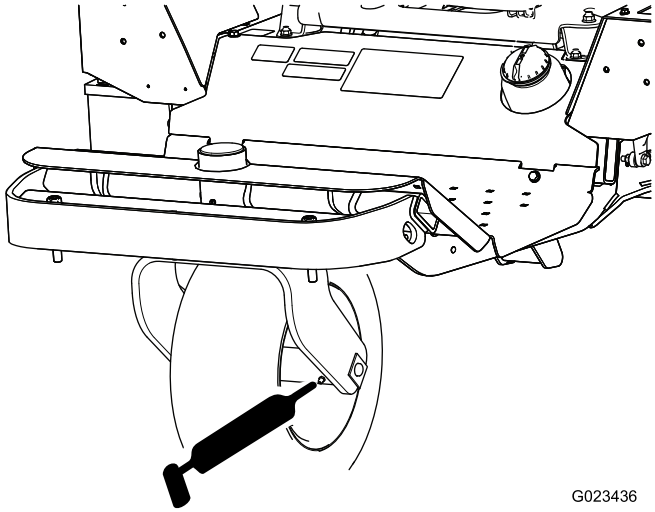

Рисунок 34
- Подшипник переднего колеса (1)—Рисунок 34